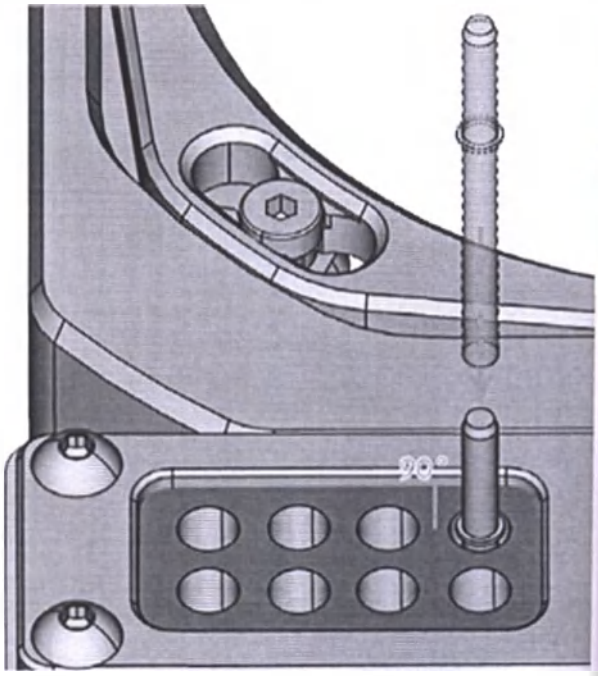

Рис. 19: *Установка инструментов точно в местоположения для инструментов.*
- Установите инструменты точно в местоположения для инструментов и надавите на них, пока кольцо не коснется резиновой подушки (Рис. 19).